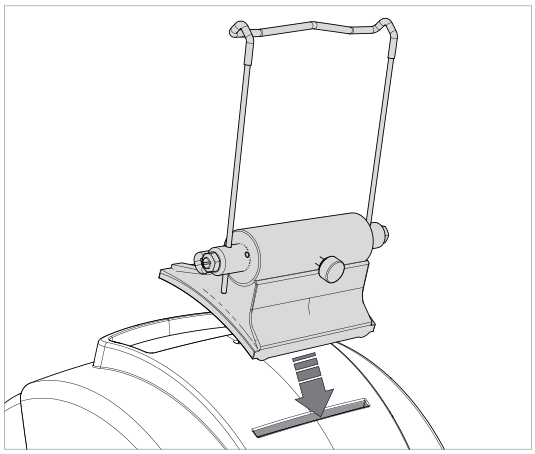

Fig. 13
3) Install the tablet stand so that the special prof le f ts into the slot on the machine cover (Fig. 13).